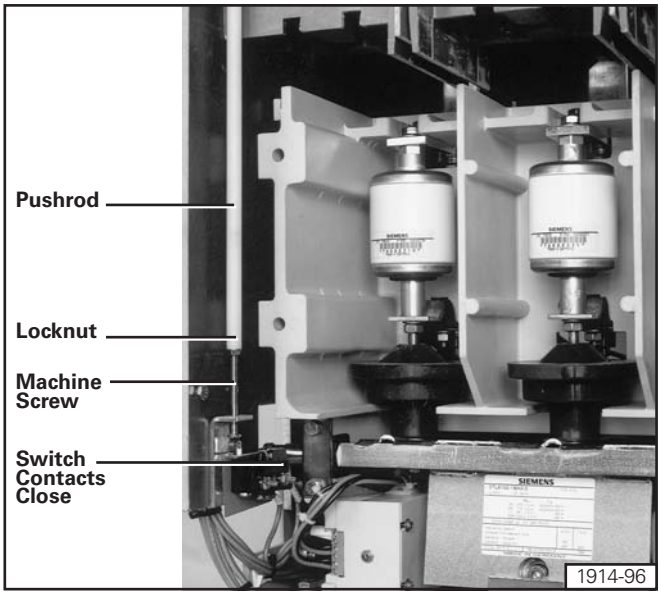

Figure 8. Adjustment of Trip Mechanism in Deactivated Position
4. Referring to **Figure 8**, loosen the machine screw which threads into the pushrod and adjust outward (lengthen) until the micro-switch contacts just close. Then adjust outward one additional full turn and tighten the locknut.